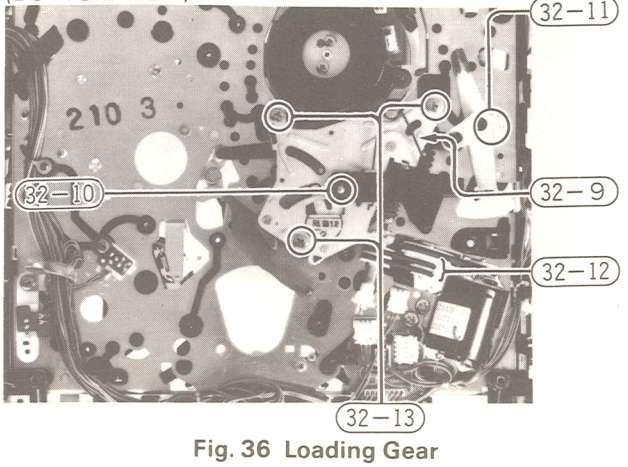

**Fig. 36 Loading Gear**
**32. Loading gear assembly (Fig. 36)**